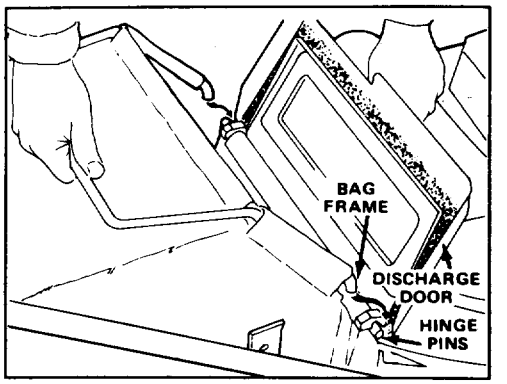

Figure 11
2. INSTALLING BAG—Raise discharge door and hook bag frame onto hinge pins (Fig. 11). Allow bag to rest on mower housing over discharge opening. Close door and make sure it seals around top of bag opening.